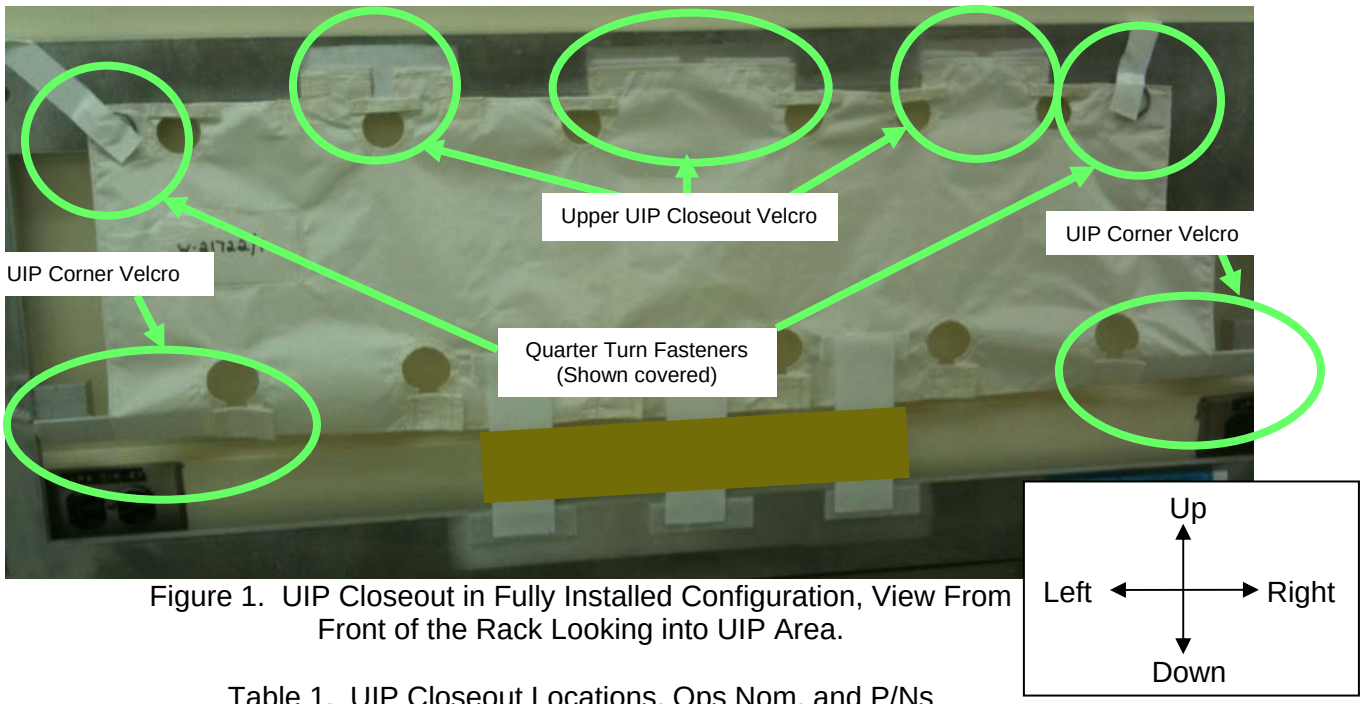

Figure 1. UIP Closeout in Fully Installed Configuration, View From Front of the Rack Looking into UIP Area.
3. The bottom attachment pieces of the UIP closeout are not being flown and do not need to be installed, and so are colored over in Figure 1.
Refer to Figure 1.
Refer to Figures 1 and 2.
3.1 Align Upper UIP Closeout Velcro with top of rack UIP. Refer to Figures 1 and 2.